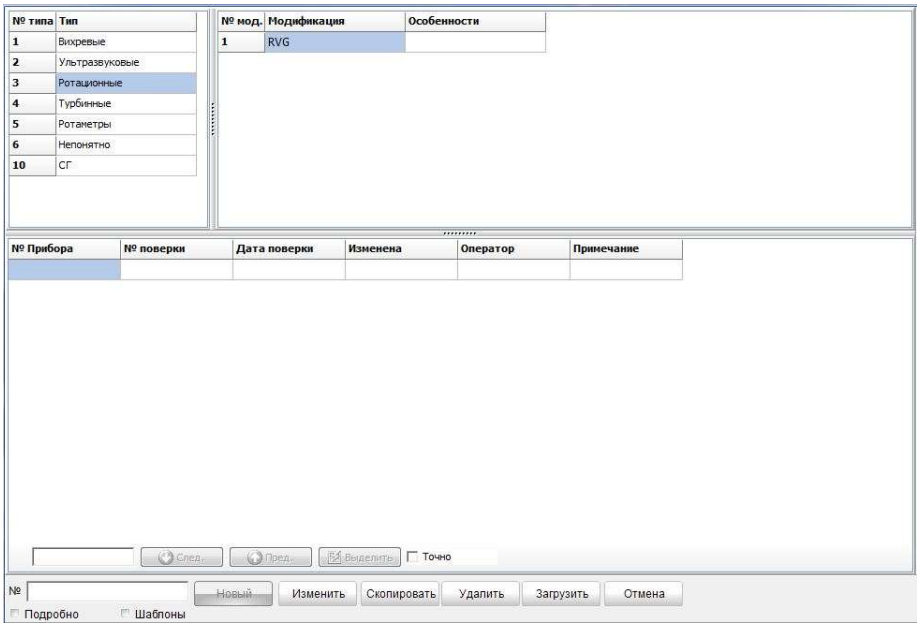

Рисунок 17 – *Окно выбора типа и модификации прибора*
2.4.3.10 При нажатии на кнопку «Приборы» отображается окно выбора типа и модификации прибора (рис. 17). В зависимости от выбранного прибора и нажатой кнопки нижнего меню будут доступны соответствующие функции работы с настройками прибора.